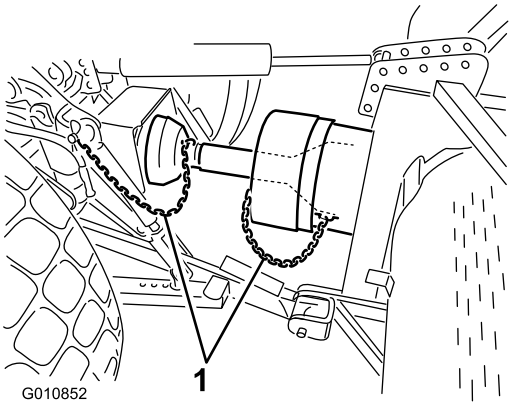

Figur 19
6. Anslut skyddssäkerhetskedjorna till kraftuttagsskyddet och traktorfästet (Figur 19). Kontrollera att kedjorna inte spänns när du höjer och sänker luftaren.